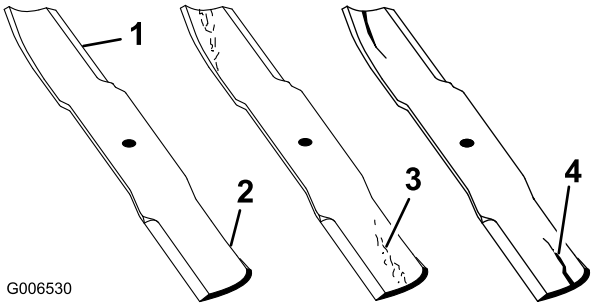

**Figur 76**
1. Efterse skærekanterne (Figur 76). Hvis kanterne ikke er skarpe, eller hvis de har hakker, skal skæreknivene afmonteres og slibes. Se afsnittet Slibning af skæreknivene.
2. Efterse skæreknivene, især det buede område. Hvis skæreknivene er beskadiget eller slidt, eller hvis der er antydning af en revne i dette område, skal der straks monteres nye skæreknive (Figur 76).